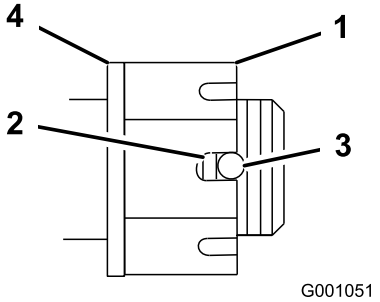

**Figuur 51**
4. Draai de sleufmoer aan met een torsie van 170 Nm (Figuur 51).
5. Controleer de afstand van de onderkant van de sleuf in de moer tot de binnenrand van de opening. Er mogen maximaal twee schroefdraden zichtbaar zijn (Figuur 51).
7. Draai de sleufmoer aan met een torsie van 170 Nm (Figuur 51).
8. Draai de moer aan totdat de volgende serie gleuven recht tegenover de opening in de as staan (Figuur 51).